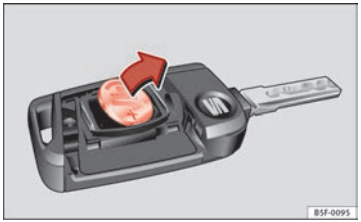

Fig. 49 Chave do veículo: extrair a pilha.
- Extraia a pilha do compartimento com um objecto fino adequado ⇒ Fig. 49.
- Coloque a pilha nova no compartimento, pressionando-a tal como se mostra ⇒ Fig. 49, no sentido contrário ao da seta ⇒ ⓘ.